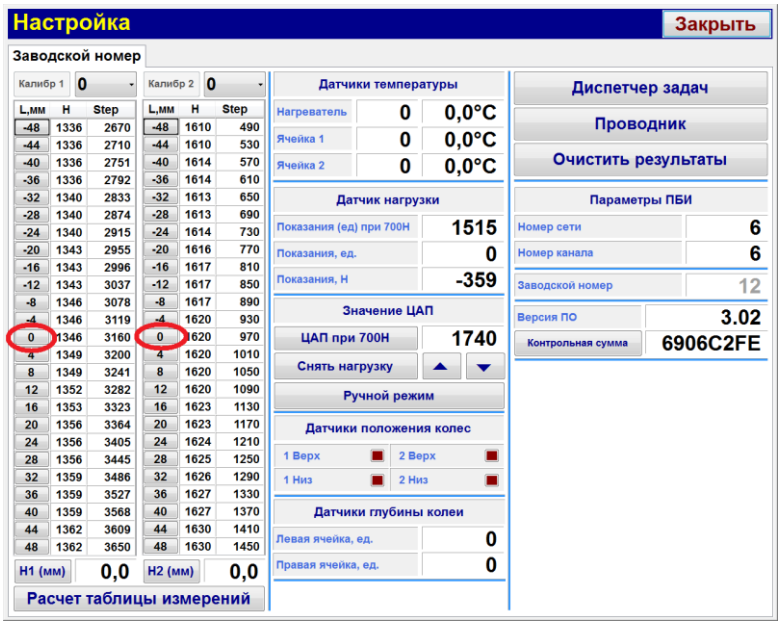

Рисунок 18 – Окно «Настройка»
5.8.5 Включить машину и в режиме ожидания нажать клавишу «Настройка». При этом откроется окно «Настройка»(см. рисунок 18).